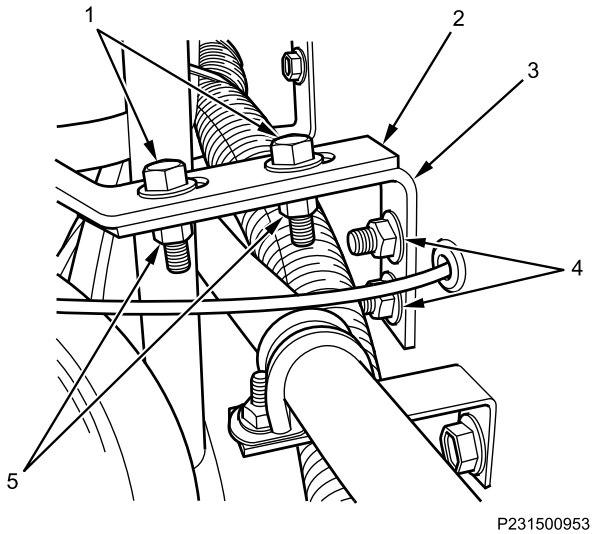

Figure 5. Left Harness Support Bracket Frame Brace.
8. On inner frame rail, remove nuts (Figure 5, Item 4) from left harness support bracket frame brace (Figure 5, Item 3).
9. Remove harness support bracket (Figure 5, Item 2) and brace (Figure 5, Item 3) from vehicle.
10. Remove left harness support bracket nuts and bolts (Figure 5, Item 1) to separate left harness support bracket (Figure 5, Item 2) from frame brace (Figure 5, Item 3).